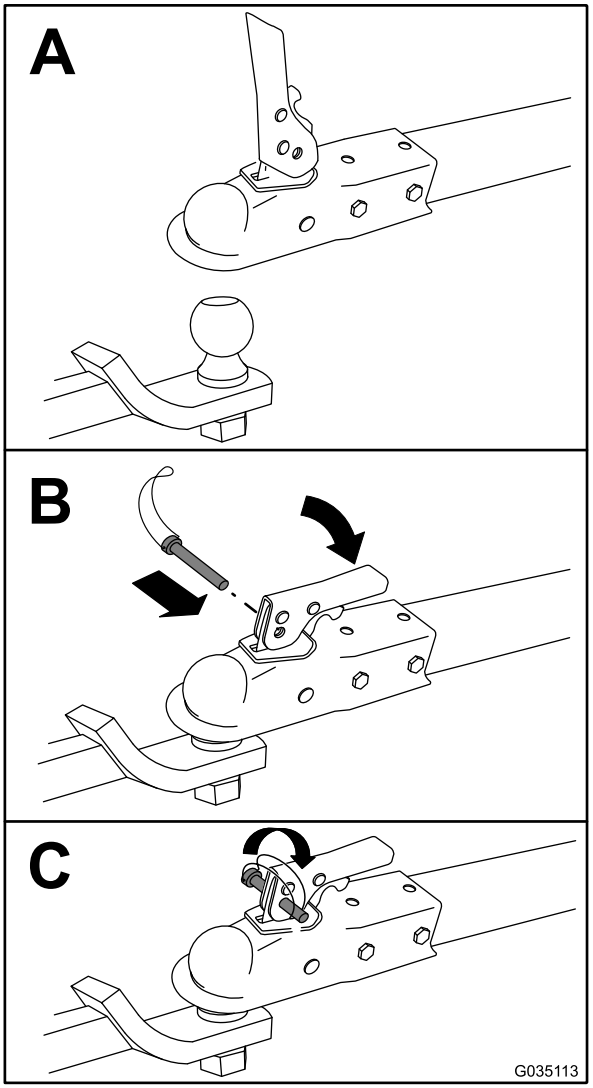

Figura 22
3. Enganche la máquina como se muestra en Figura 22.